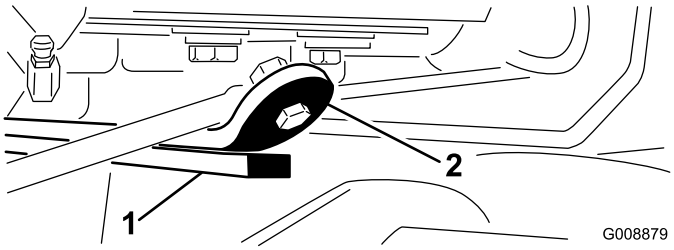

Figuur 14
3. Start de motor, breng de maaidekken omhoog en controleer of de speling tussen de band aan de bovenzijde van de slijtbalk op het achterste maaidek en de bumperband 0,51 tot 2,54 mm bedraagt (Figuur 14).